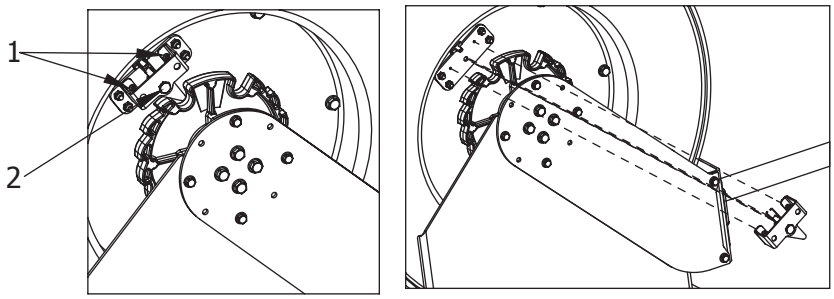

Fig. 6
1. With the hose fully wound on the spool and the hose stopper touching the rollers, remove the screws (1) (fig. 6).
2. Unscrew the ratchet shaft (2) and remove the ratchet assembly.